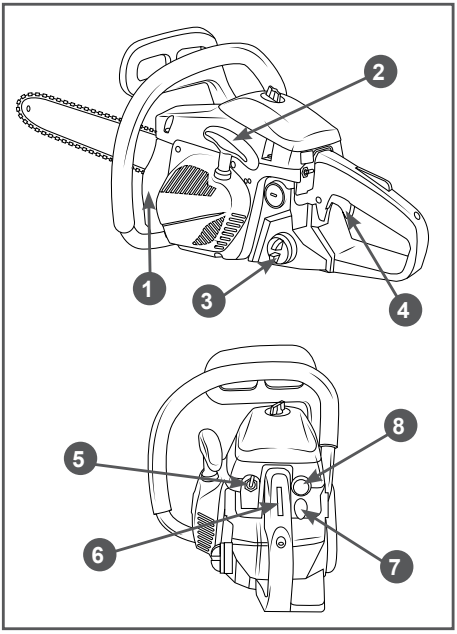

Рис. 11 Органы управления, необходимые для запуска бензопилы
5. Прокачайте топливо через карбюратор. Для этого нажимайте (примерно 5-10 раз) на ручной топливный насос 8 (Рис. 11) до появления в насосе топлива и возникновения сопротивления при нажатии.
6. Установите выключатель зажигания 5 (Рис. 11) в положение «I».
7. Закройте воздушную заслонку карбюратора. Для этого вытяните рычаг 7 (Рис. 11) управления воздушной заслонкой.
9. Выберите свободный ход шнура стартера. Для этого потяните за ручку стартера 2 (Рис. 11) до тех пор, пока не почувствуете сопротивление, затем сильно, но плавно потяните за ручку. Повторите эти действия 3-5 раз до первой вспышки топлива в двигателе. Двигатель не запускается, а сразу глохнет. Плавно, не бросая, верните ручку стартера на место.
10. После первой вспышки откройте воздушную заслонку, для этого нажмите на рычаг 7 (Рис. 11) управления воздушной заслонкой и верните его в исходное положение.
Двигатель должен запуститься. Плавно, не бросая, верните ручку стартера на место. Правой рукой возьмите бензопилу за заднюю рукоятку, так, чтобы рычаг блокировки рычага газа 6 (Рис. 11) был зажат.
13. Правой рукой быстро нажмите рычаг газа 4 и отпустите (Рис. 11), при этом двигатель перейдет в режим холостого хода.